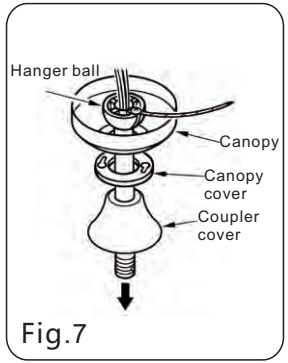

Fig.7
Paso 2: Introduzca los cables a través de la carcasa del dosel, el dosel y la bola colgante. (Fig. 7)